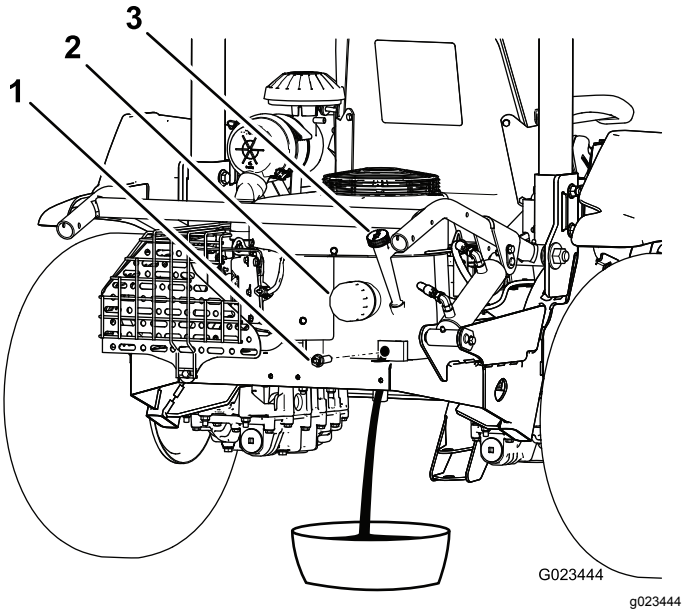

Figur 39
3. Fjern aftapningsproppen (Figur 39), og lad olien løbe ned i en passende beholder. Monter aftapningsproppen igen, når olien holder op med at løbe.